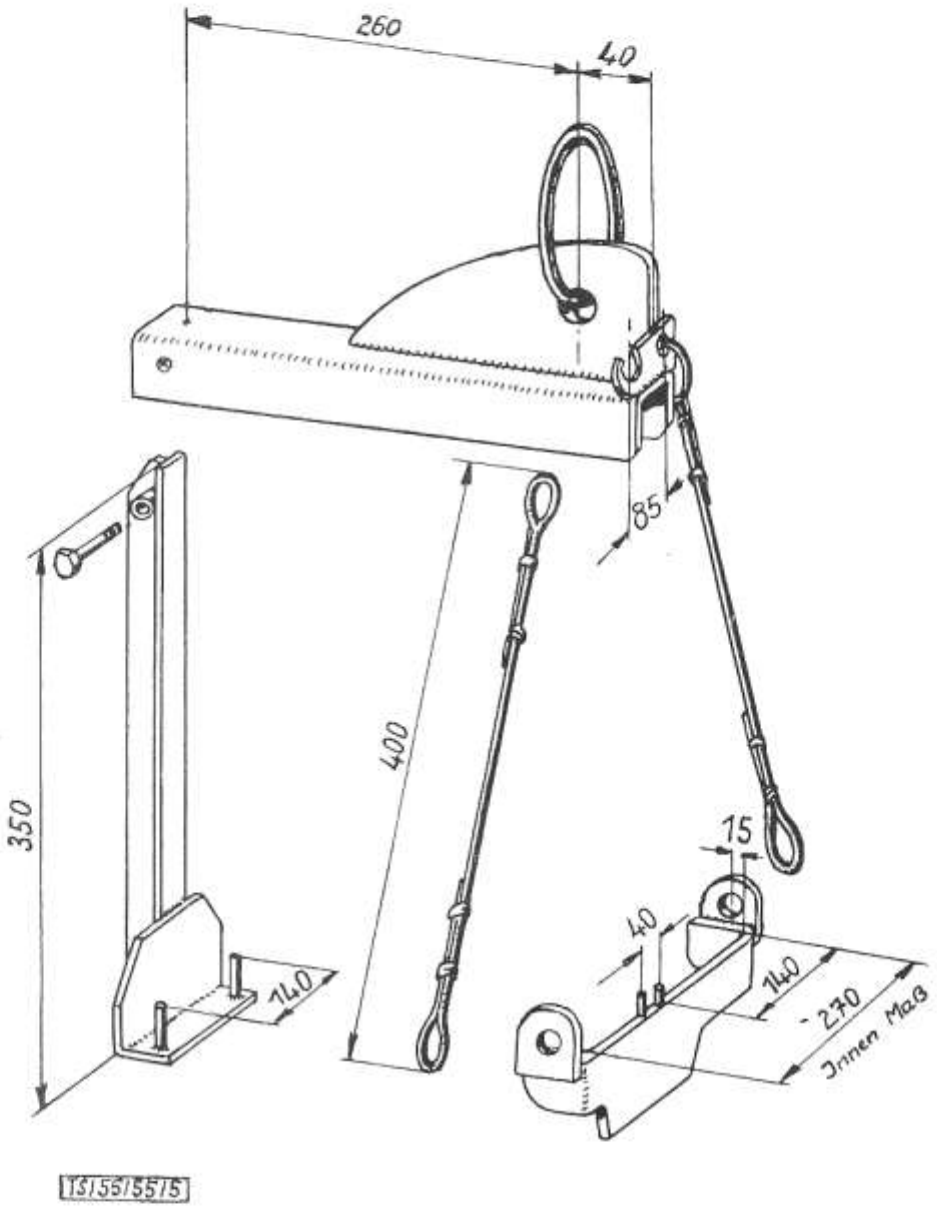
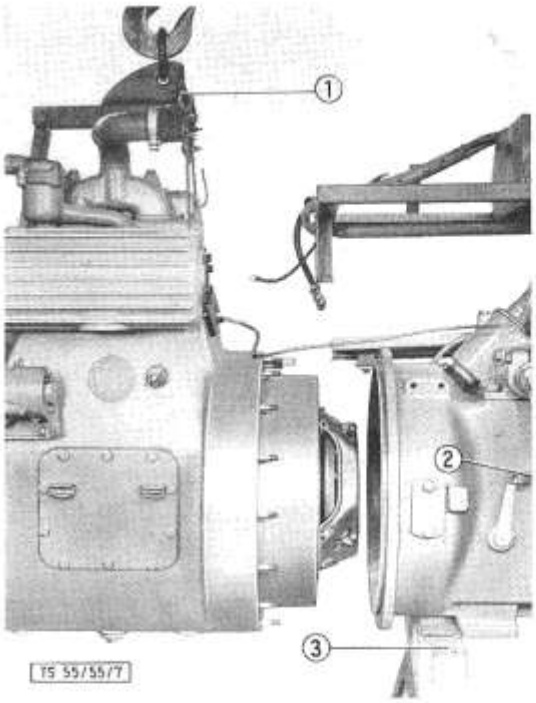

Bild 5: **Vorrichtung zum Einhängen des Motors**
Bild 7: **Abheben des Motors mittels Vorrichtung**
15. Motor-Abhebevorrichtung in Kran einhängen. Die vordere Klaue der Vorrichtung (Bild 5) in die Gewindelöcher der Zwischenstücke (2/6) einhaken; das linke, hintere Kabel oben am Querstück aushaken und von rechts das Kabel samt Tragstück unter dem Armaturenträger durchreichen; das Tragstück in die 2 Gewindelöcher zur Befestigung des Armaturenträgers und die linke Kabelöse oben im Querstück einhaken (Bild 7 und 74). Nun wird der Motor mittels der Vorrichtung (Bild 5) nur so weit angehoben, bis die Vorderräder etwas entlastet sind; in dieser Lage das Getriebe stabil unterbauen.
17. Befestigungsmuttern (1/11) vom Getriebegehäuse lösen (13 Schrauben M 10) und Motor waagrecht nach vorne abziehen (Bild 7).